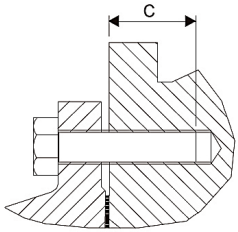

Fig. 7 | Longitud de atornillamiento C
- Tornillos según ISO 4014, (ver fig. 7 y tabla 3)